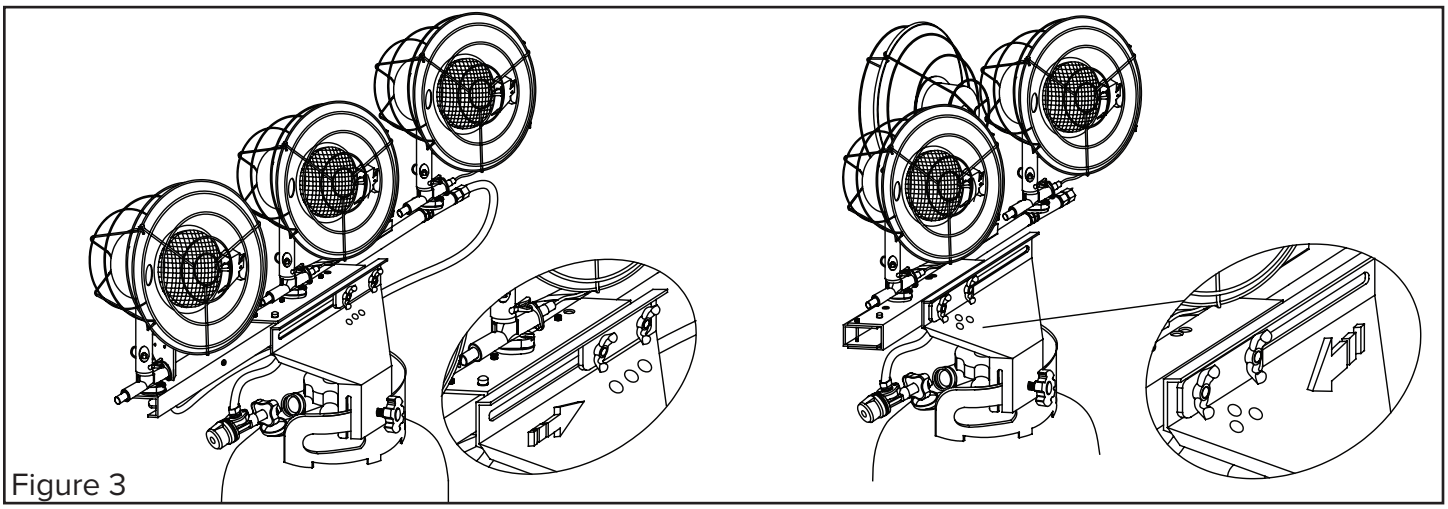

Figure 3
4. Voir la Figure 3 à la page 9 pour déterminer les options de positionnement des brûleurs.
– Pour que les trois brûleurs pointent vers l'avant, la rondelle plate doit être du côté droit du support du manchon de la bouteille (Voir la Figure 3).
– Pour que le brûleur de l'extrême gauche pointe vers l'arrière, la rondelle plate doit être du côté gauche du support du manchon de la bouteille (Voir la Figure 3).